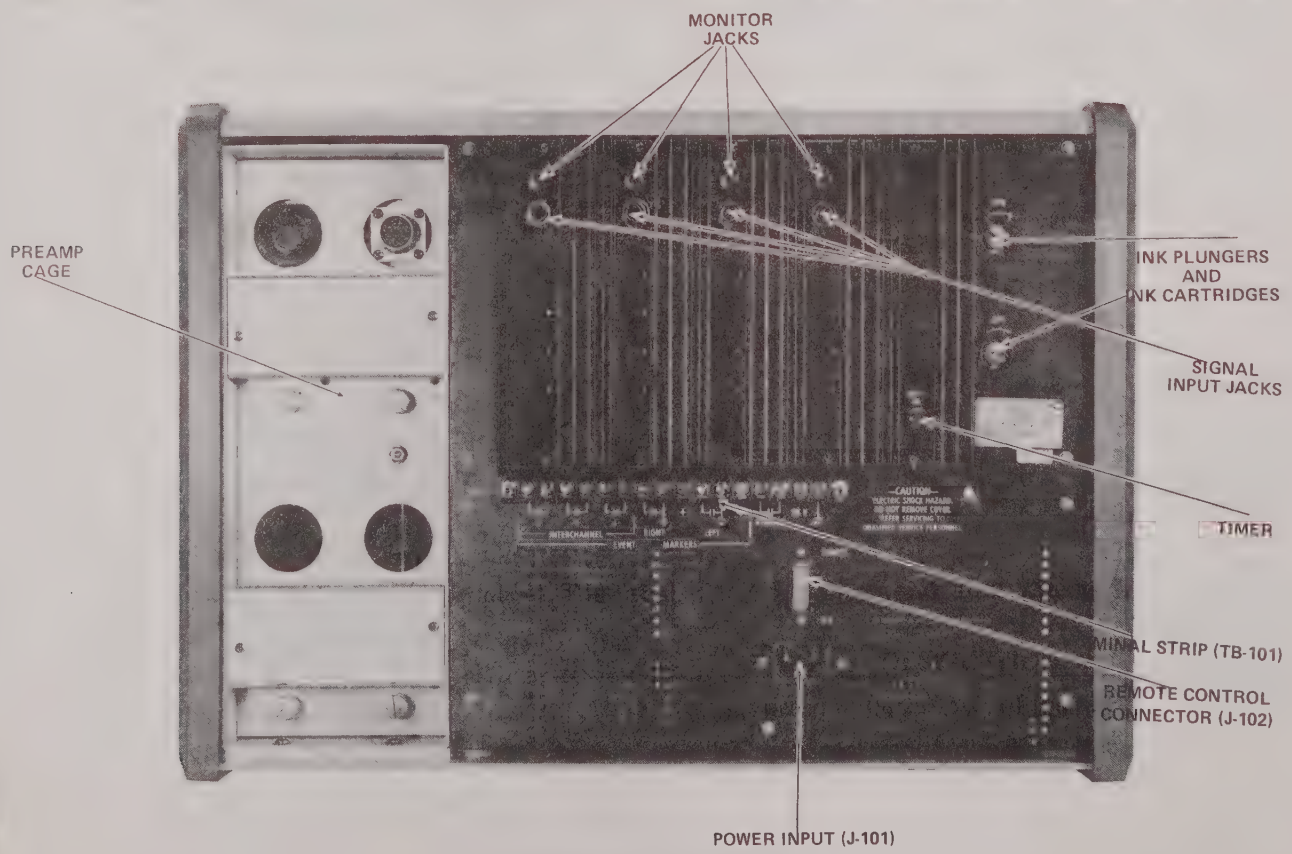

**FIGURE 3-2 REAR PANEL**
Figure 3-2 illustrates the recorder rear panel. The list that follows corresponds to the items called out on Figure 3-2.
2. Loosen the two screws which secure Control/Timer board and pull board out of recorder. (See Fig. 3-2).